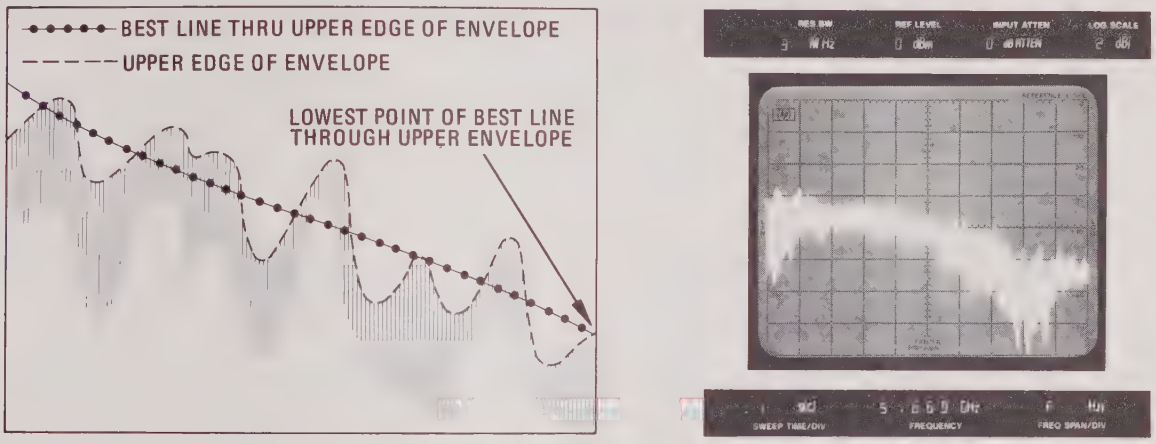

Figure 5-57. Best Line Relative to 1 kHz Modulation Envelope
The "best line," as used in the following procedures, approximates the median line between the peaks and troughs of the upper edge of the 1 kHz modulation envelope. The best line is illustrated in Figure 5-57.
h. Note the best line as illustrated in Figure 5-57. Adjust REF LEVEL FINE control to set lowest point of that line on center horizontal graticule line. This point is used as a reference in checking for approximately same power level in FREQUENCY BANDS 5.8 — 12.9 GHz, 8.5 — 18 GHz and 10.5 — 22 GHz (steps i through u).